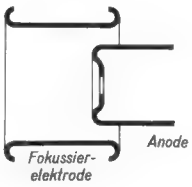

Bild 7. Die Beschleunigungslinse
b) Beschleunigungslinse – mit nur zwei zusätzlichen Elektroden, *Bild 7*.
Zu b) *Die Beschleunigungslinse* (Bild 7)